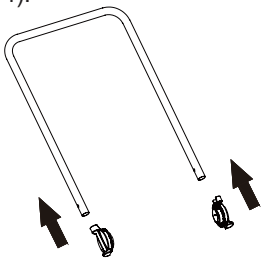

Рис. 4 Установка оснований рукоятки
3. Установите на нижнюю часть рабочей рукоятки оба основания рукоятки (Рис. 4).